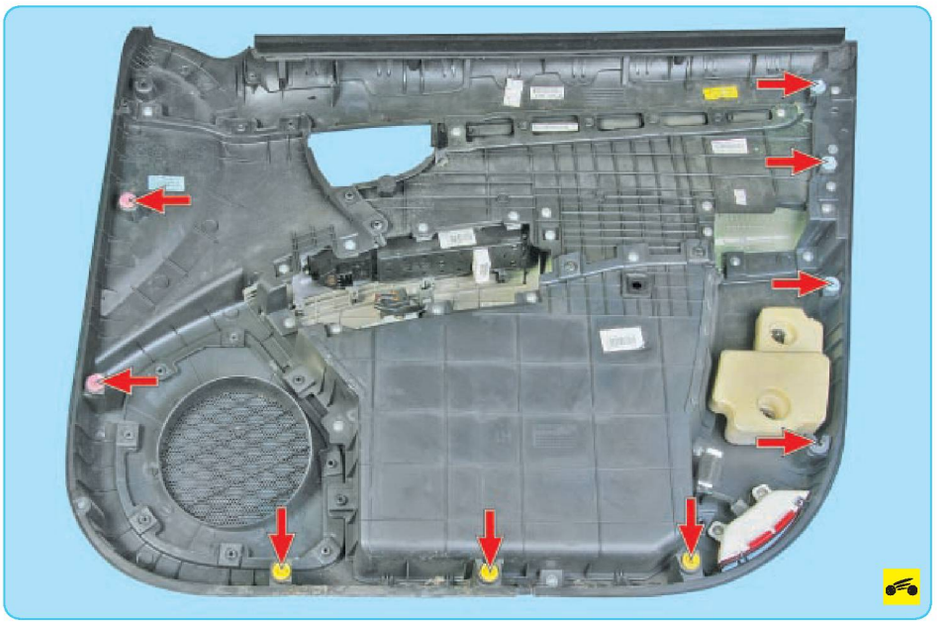

Рис. 11.8. Расположение пистонов крепления обивки передней двери (вид с внутренней стороны)
11. Подденьте край обивки (удобнее сделать это в ее нижней части) и, преодолевая сопротивление пистонов (рис. 11.8) крепления, отведите обивку от внутренней панели двери на длину подсоединенных жгутов проводов.